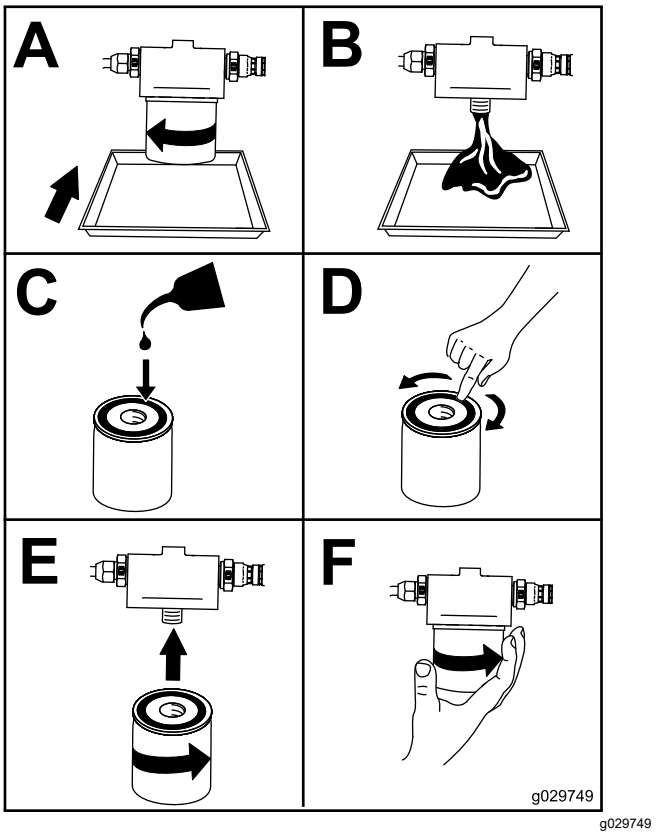

**Figur 46**
6. Byt oljefiltret (Figur 46).